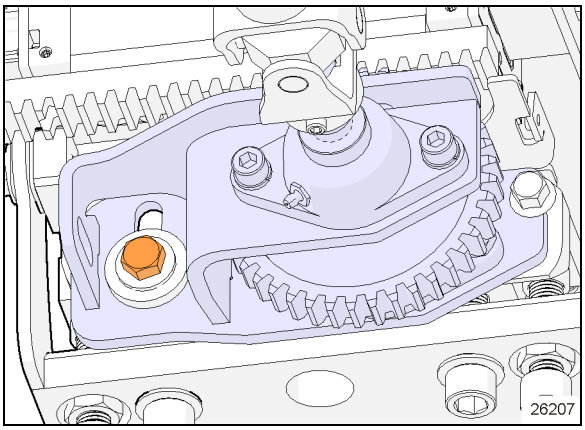

**FIGURE 35: REMOVE TENSION. SLIGHTLY UNSCREW.**
1. Slightly unscrew the slot screw to remove tension as shown in Figure 35
5. Unscrew and remove the top pillow block mounting screws (7). Keep hardware.
6. Pull shaft (1) out
7. Remove old pinion gear (3). If key is damaged, replace with new.
8. On shaft (1), install thrust bushing (6), key (5), new pinion (3) and thrust washers (4).
9. Push shaft through bottom locking collar (2) and bottom pillow bearing until the shaft end contacts the bottom mounting plate.
10. Maintain shaft in contact with plate and lock bottom collar (2).
11. Using a drift and hammer, tension the eccentric locking collar (2) by means of one or two strong blows. There is a cavity on the collar made for that purpose.
15. On the pinion assembly, tighten screw (Figure 35) to: **198 lb-ft (268 Nm)**